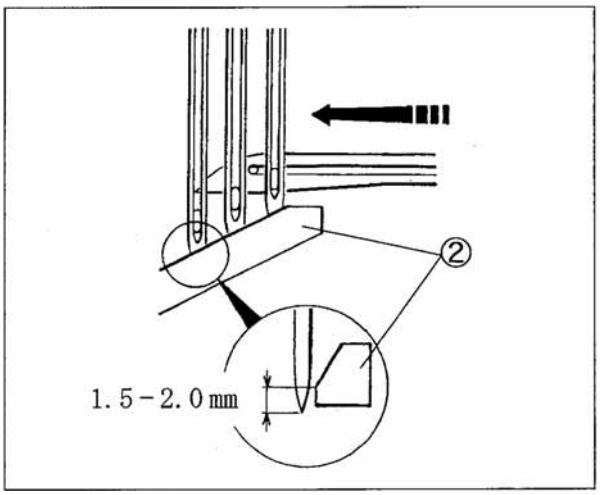

Рис. 6-27
(1) Поворачивайте маховое колесо пока носик петлителя не достигнет центра левой иглы. (Рис. 6-27)